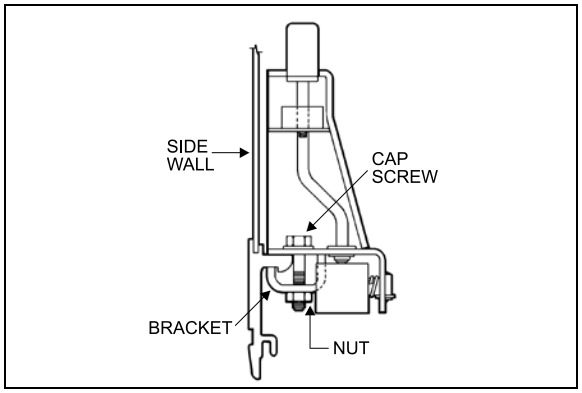

**FIGURE 78: ARMREST** 18106
4. Remove 2 cap screws, nuts, and washers holding seat frame to side wall and retain the 2 holding brackets. See Figure 78.